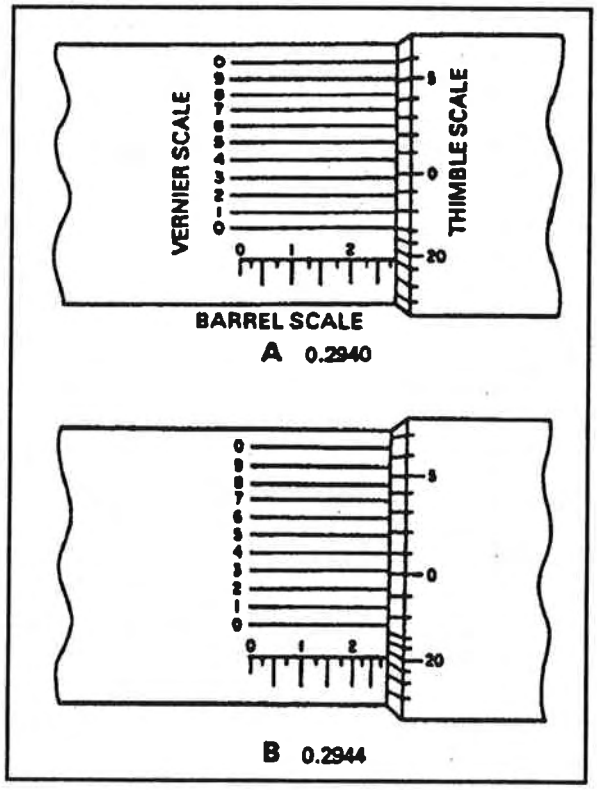

Figure 3-13. Three scales of a micrometer
Some micrometers are equipped with a vernier scale. A vernier scale enables you to read directly a fraction of a division indicated on the thimble scale. The vernier scale consists of a series of 11 lines marked off in 10 spaces parallel to the centerline of the micrometer barrel. The space between any two of these lines equals nine-tenths of the space between two marks on the thimble. Figure 3-13 shows the three scales on a micrometer and presents typical examples of the vernier scale as it applies to the micrometer. The three scales are not all fully visible without turning the micrometer; however, the examples are drawn as though the micrometer barrel and thimble were laid out flat to allow you to see all three scales at once. The barrel scale here is the lower horizontal scale, the thimble scale is the vertical one on the right, and the longer horizontal lines above the barrel scale (0 through 9 through 0) make up the vernier scale. The barrel scale is graduated in 0.025-inch segments. Thimble scale graduations divide this 0.025-inch scale into 25 parts, each equal to 0.001 inch; vernier graduations further divide the 0.001 inch into 10 equal parts, each equal to 0.0001 inch.
- In Figure 3-13(A) the barrel reads 0.275 and the thimble 0.019 inch. This graduation aligns exactly with the barrel reference line. Because the vernier scale zeros are both aligned, there is no decimal part of a division to be added. Note that none of the vernier scale lines between the two zeros coincides with a line on the thimble. The final reading is 0.2940 inch.
- In Figure 3-13(B) the barrel reads 0.275 inch; the thimble reads more than 0.019 but less than 0.020 inch. Add the lower number to the barrel reading of 0.275, for a total of 0.294. The vernier scale shows the number 4 aligned with a line of the thimble. Place this number to the right of the number 0.294, for a final measurement of 0.2944 inch.